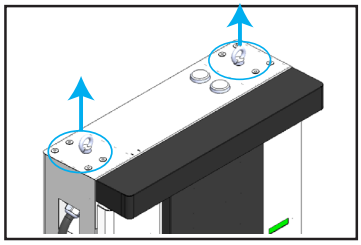

Figure 25: Step 5.
Step 5: Decide whether to leave the eyebolts in place or remove them and fit the thread protection caps removed previously, **Figure 25**.